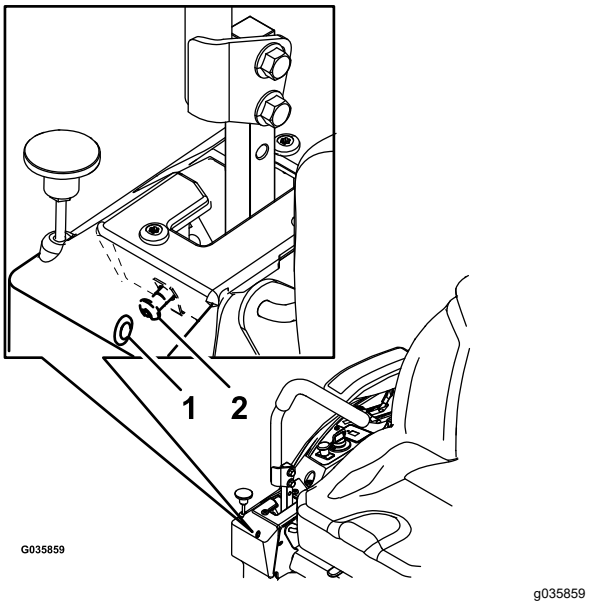

**Figur 56**
6. Hvis maskinen sporer til høyre, setter du inn en 3/16 tommer sekskantet skrunøkkel gjennom tilgangshullet i høyre fremre dekselpanel og roterer sporeskruen med eller mot klokken for å justere spaken (Figur 56).
7. Hvis maskinen sporer til venstre, setter du inn en 3/16 tommer sekskantet skrunøkkel gjennom tilgangshullet i høyre fremre dekselpanel og roterer sporeskruen med eller mot klokken for å justere spaken (Figur 56).